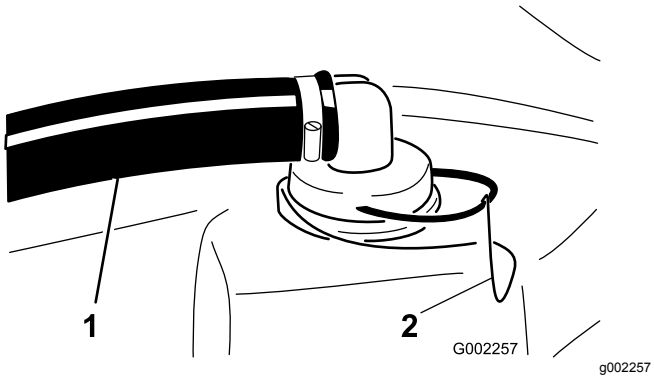

Figur 66
2. Fjern holderen øverst på sprøjtetanken, som fastgør slangefittingen, der er fastgjort til den store slange fra filterhuset (Figur 66).
3. Fjern slangen og slangefittingen fra filterhuset (Figur 66).